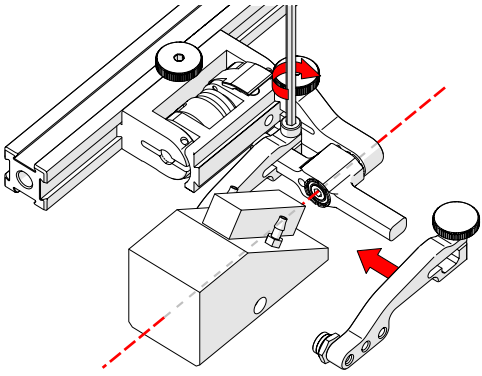

Fig. 144 - Place wedge
7. Position the wedge on the inner probe holder arm *(Fig. 144)*.